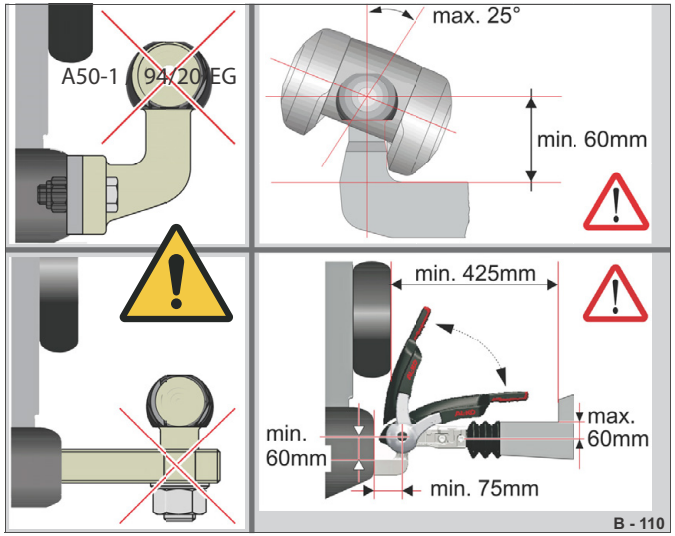

Abb. 15 Předpoklady / minimální rozměry
- Pro použití bezpečnostní spojky musí být splněny požadavky na spojku s kulovou hlavou vašeho automobilu (Abb. 15)